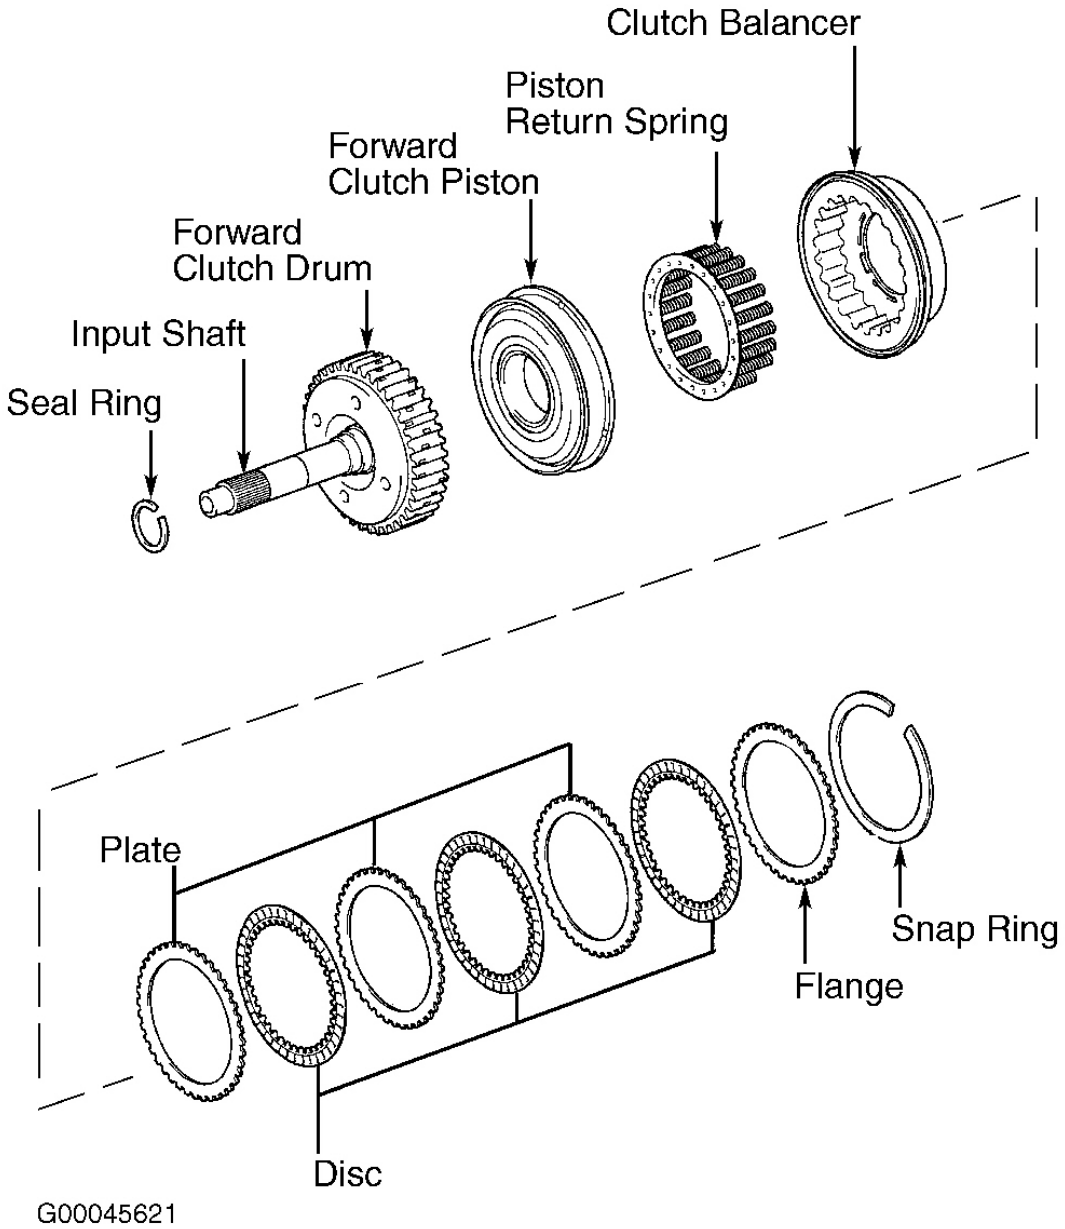

Fig. 40: Exploded View Of Forward Clutch Assembly
2. Remove forward clutch from oil pump assembly. Using a screwdriver, remove snap ring from forward clutch drum. Remove flange, 4 discs and 4 plates. Note location of components during removal for reassembly reference. Position clutch balancer on a press. Compress piston return springs. Using snap ring expander, remove snap ring. See **Fig. 40**.
3. Install 4 plates and 4 discs, starting with plate and alternating with disc. Install flange on top of disc. See **Fig. 40**. Install snap ring. Ensure end gap of snap ring is not aligned with cutouts of forward clutch drum.